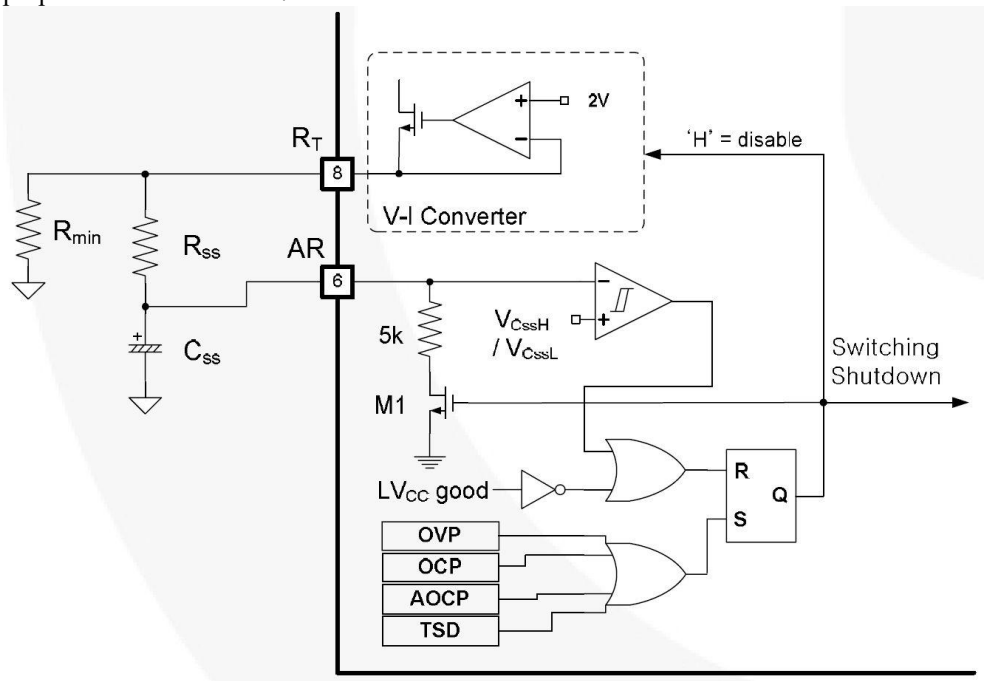
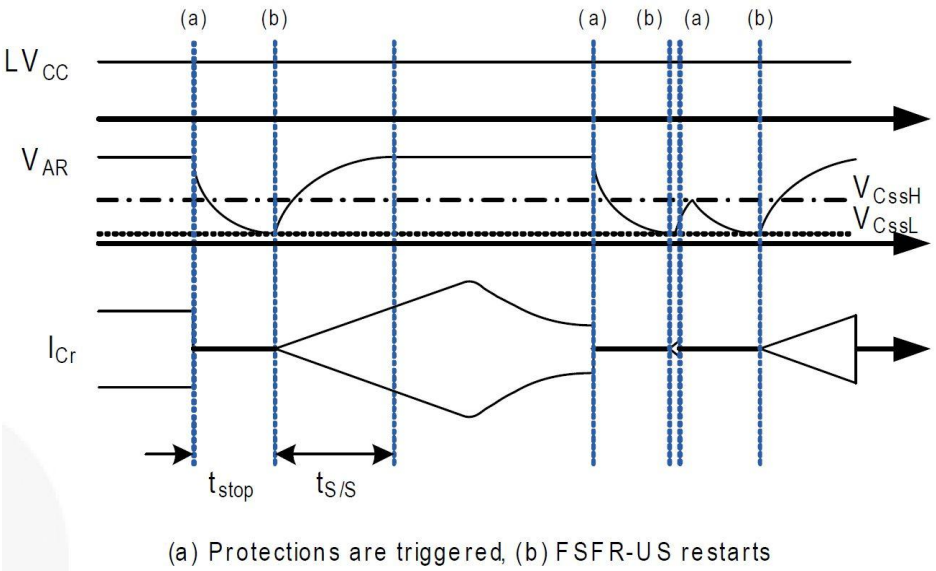

Рис. 20. Внутренний блок ножки AP
Рис. 21. Работа самостоятельного автоматического перезапуска
4. Самостоятельный автоматический перезапуск: FAN7621S может перезапустится автоматически, если встроенный защита срабатывает от внешнего питающего напряжения. Как показано на рис. 20 и рис. 21; если защиты срабатывает, ключ M1 включится, а V-I преобразователь отключится. Конденсатор Css разряжается пока напряжение Vc_{SS} на нём снизится до Vc_{SSL}. Тогда все защиты будут сброшены, M1 отключится, а V-I преобразователь возобновит работу. FAN7621S начинается снова включить с мягким стартом. Если защита происходят в то время как Vc_{SS} находится между уровнями Vc_{SSL} и Vc_{SSH}, работа преобразователя немедленно прекращается, Vc_{SS} продолжает увеличиваться до достижения Vc_{SSH}. Затем C_{SS} разряжается ключем M1.
5. Схемы защиты: FAN7621S имеет несколько функций самозащиты, таких как защита от перегрузки по току (OCP), защита от ненормальной перегрузки по току (AOCP), защита от перенапряжения (OVP) и тепловая защита (TSD). Эти защиты являются защитами автоматического перезапуска, как показано на рис. 21.